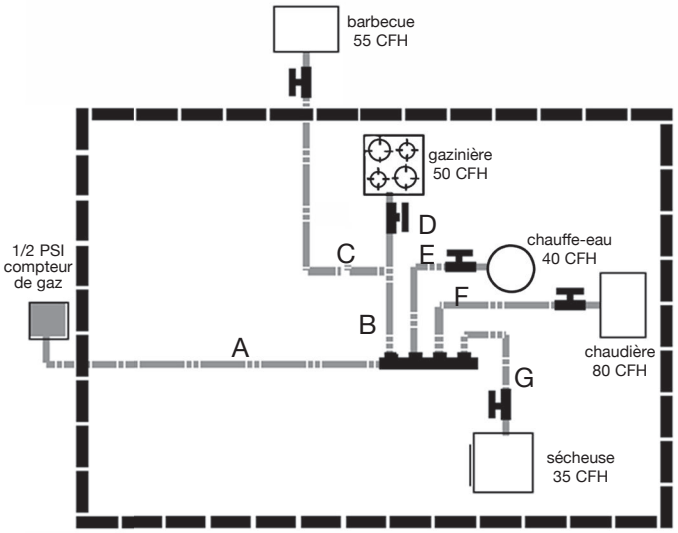

Figure: 3-4
1. Le système présenté dans Figure : 3-4 possède un barbecue installé près de la gazinière. Un agencement en parallèle a été choisi pour le système à pression moyenne (12 po C.E avec une chute d'1 po C.E.) avec un seul parcours alimentant la gazinière et le barbecue en série.